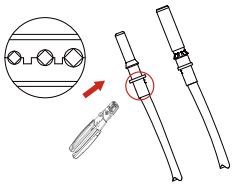

Figura 5.4 Crimpare il pin di contatto sul filo
b) Crimpare i terminali metallici con le pinze a crimpare come mostrato nella Figura 5.4.